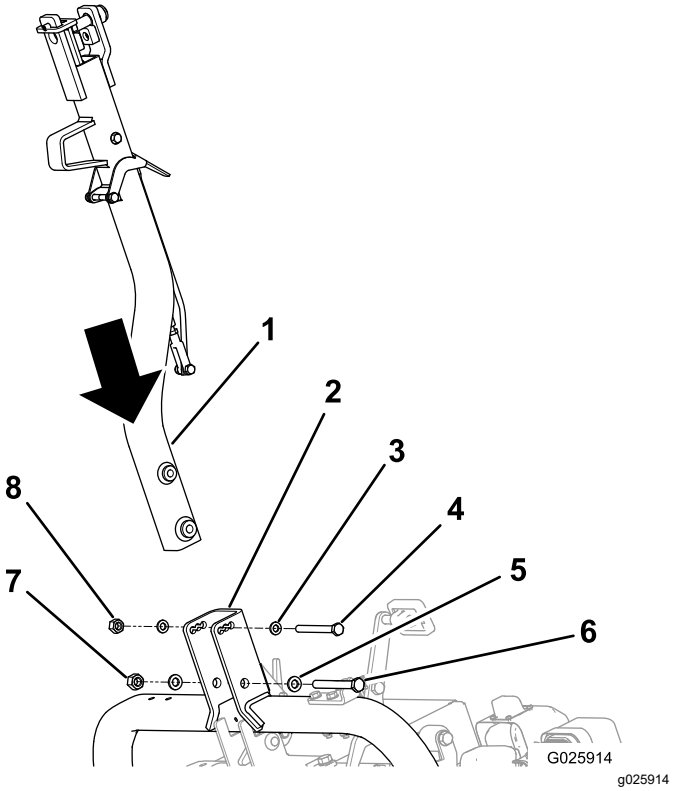

**Рисунок 5**
2. Прикрепите сцепку к кронштейну поворота сцепки с помощью соответствующих крепежных деталей, см. Рисунок 5.